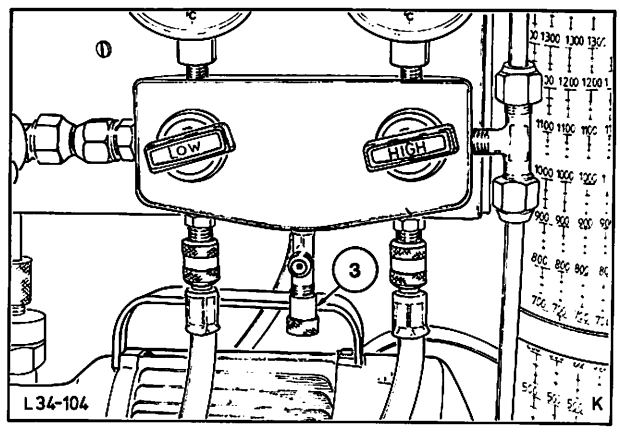

Abb. 22 Belüftungsstutzen (3)
4. Belüftungsstutzen (3), Abb. 22, kurz öffnen, um eventuellen Überdruck abzulassen.
5. Evakuierventil (13) und Torrmeter-Absperrventil (14) öffnen, Vakuumpumpe einschalten (Schalter 16).